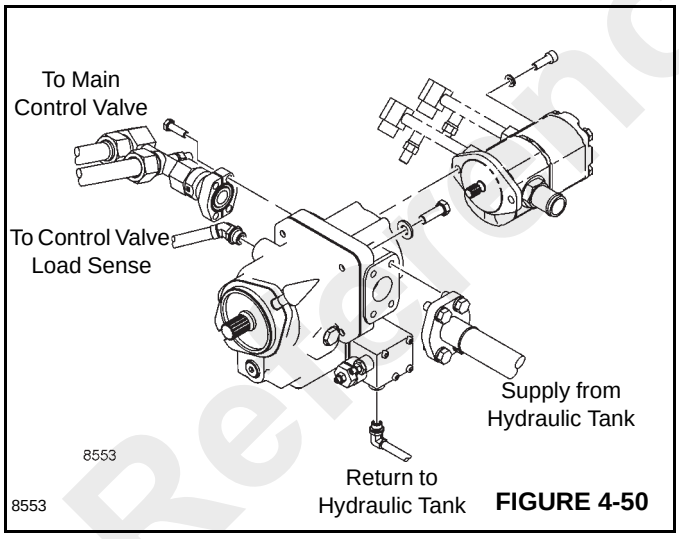

FIGURE 4-50
4. Remove the six cap screws (6), lock washers (5) washers and flat washers (4) securing pump support bracket (3) to pump mounting bracket (10). Remove pump support bracket (3).
5. Disconnect the suction line and pressure line from the primary pump (Figure 4-50). Disconnect the load sense and drain lines from the pump. Cap and plug all hoses and ports.